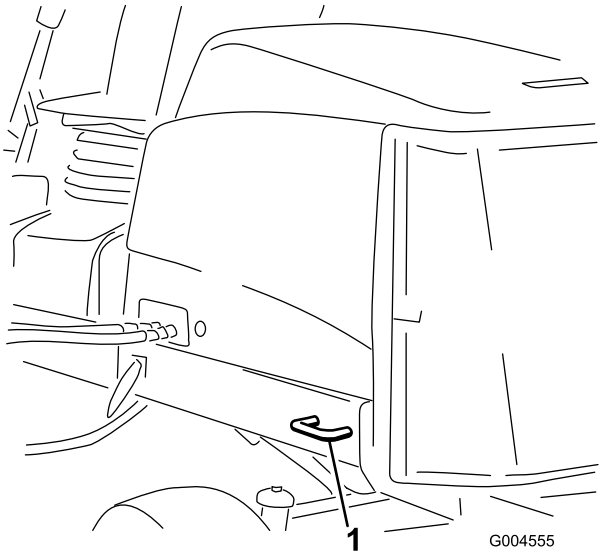

Figur 42
- Bag – på begge sider af maskinen på bagstellet (Figur 42).